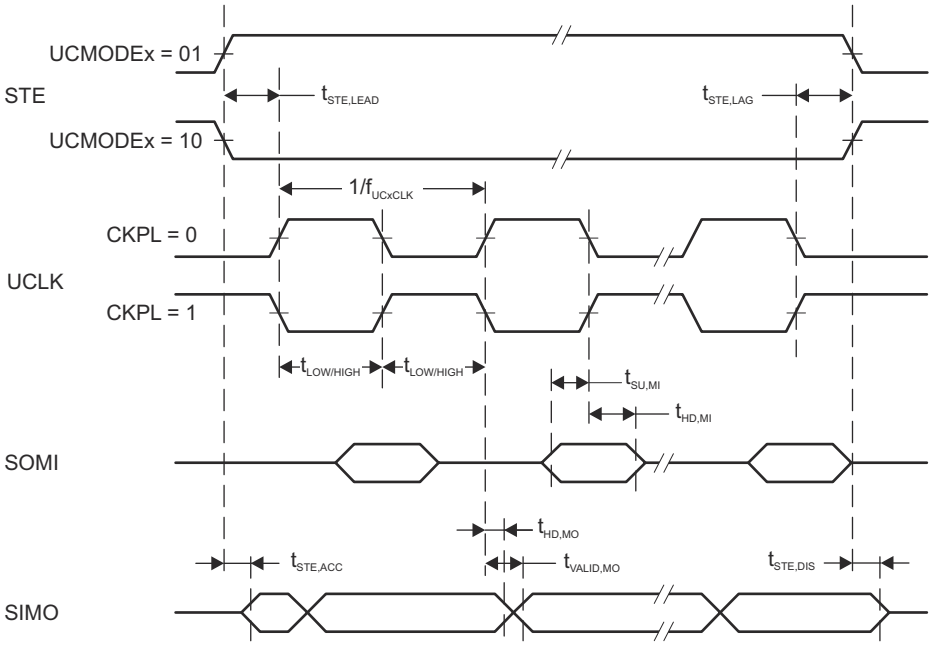
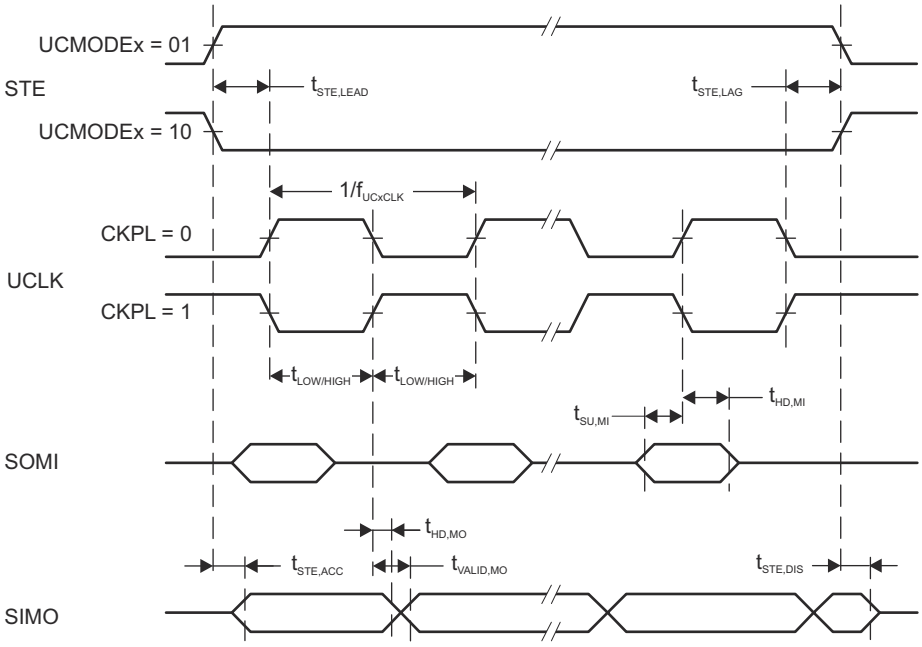

図 8-13. SPI Master Mode, CKPH = 0
図 8-14. SPI Master Mode, CKPH = 1
(2) Specifies the time to drive the next valid data to the SIMO output after the output changing UCLK clock edge. See the timing diagrams in 図 8-13 and 図 8-14.
(3) Specifies how long data on the SIMO output is valid after the output changing UCLK clock edge. Negative values indicate that the data on the SIMO output can become invalid before the output changing clock edge observed on UCLK. Refer to the timing diagrams in 図 8-13 and 図 8-14.